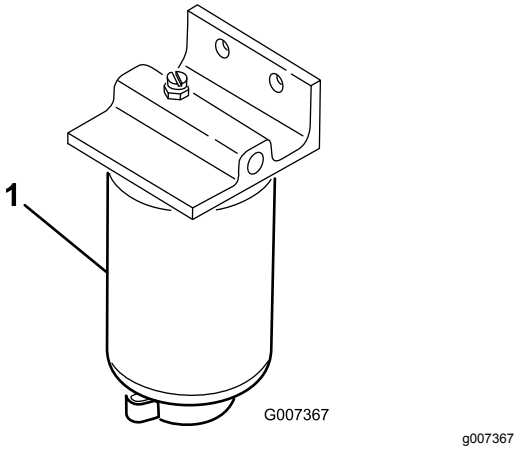

**Figur 58**
1. Sätt en ren behållare under bränslefiltret (Figur 58).